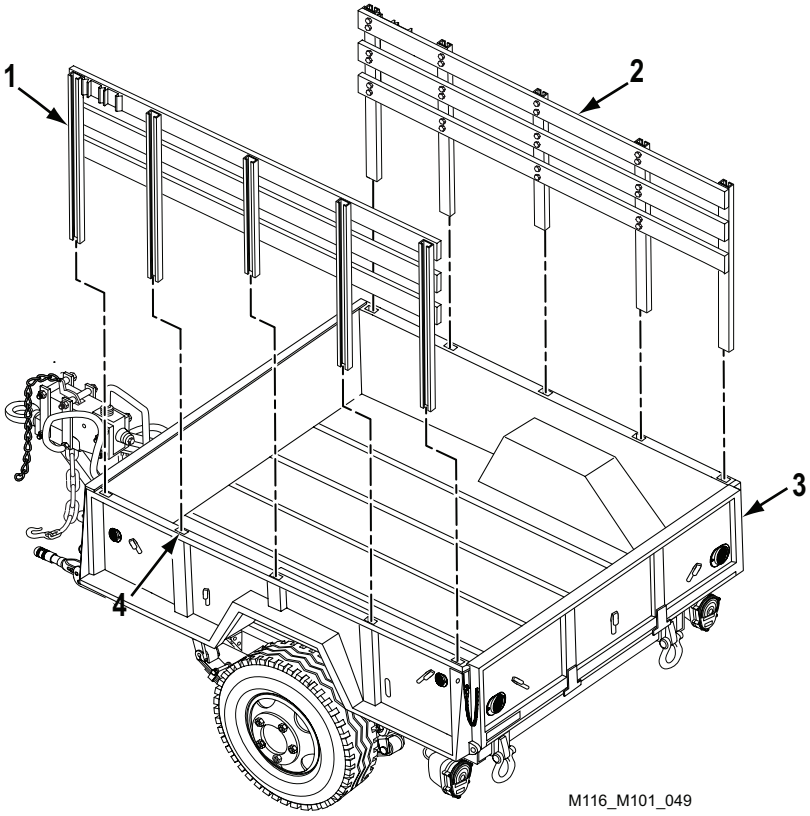

Figure 21. Side Rack Assembly Removal.
16. Lift roadside side rack assembly (Figure 21, Item 2) from five stake pockets (Figure 21, Item 4) in cargo body (Figure 21, Item 3).
17. Repeat Step 16 for curbside side rack assembly (Figure 21, Item 1).